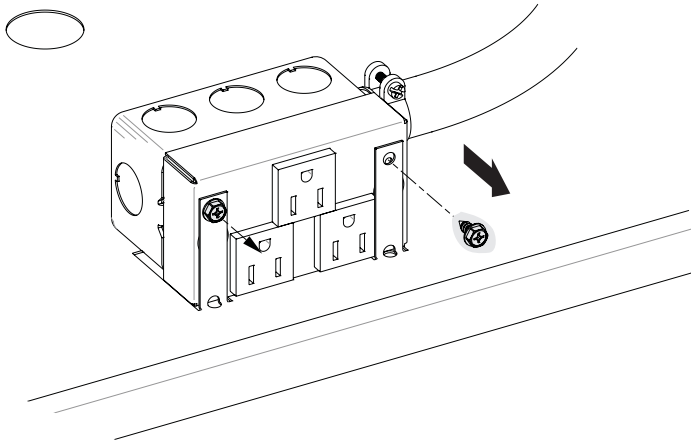

Figure 5
7. Après avoir dévissé les vis de retenue du boîtier de jonction en dessous de l'âtre pour un meilleur accès à la prise, y brancher la fiche du cordon d'éclairage et revisser le boîtier en place. **Voir Figures 5 et 6.**